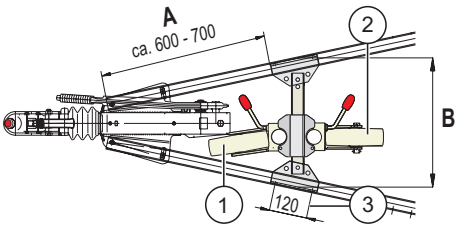

Bild 2
a. Montagepositie ca. 600 – 700 mm vanaf voorzijde van de disselboom (*Bild 2* -**A**)
d. Rekening houden met de vrije ruimte voor het neuswiel (*Bild 2* -**1** bzw. **2**)
- Boringenop de afgetekende plaats aanbrengen Ø 12,5 +0,5 (*Bild 2* -**3**):